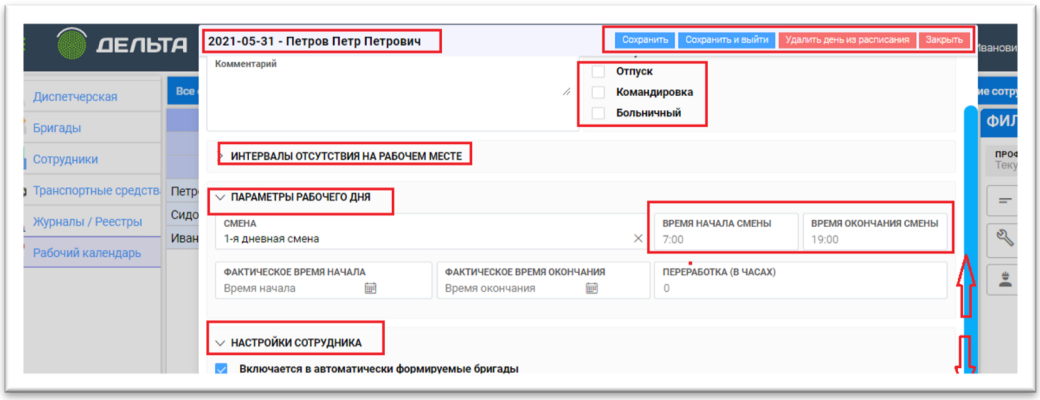

Рисунок 63 - Вкладка сотрудника в рабочем календаре на выбранную дату, доступные опции
- Просмотр вкладки сотрудника в рамках рабочего календаря на заданную дату календаря (Рис. 63). В данной форме доступны следующие опции: интервалы отсутствия на рабочем месте; выбор дополнительного статуса данного календарного дня для данного работника: отпуск, командировка, больничный, отгул; параметры рабочего дня; настройки сотрудника. Возможно внести изменения и дополнения в рабочий день сотрудника, сохранить новые настройки. Возможно удалить выбранный рабочий день из календаря.